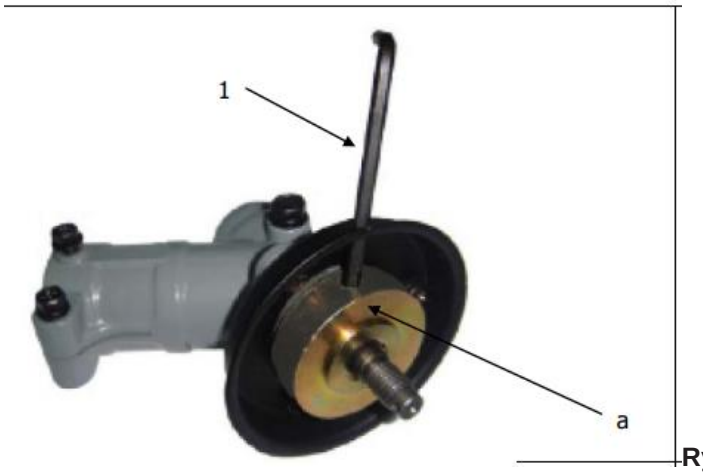

Rys. 5
2. Włóż klucz imbusowy (Rys. 5 poz. 1) w otwór pierścienia (Rys. 5, poz. a).